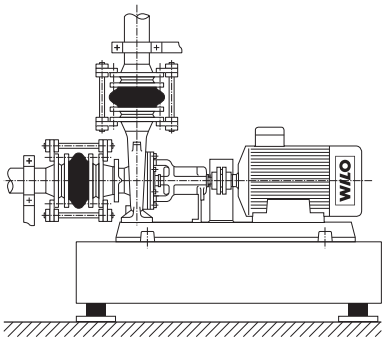

Fig. 10: Подключение насоса без создания напряжений
- **Трубопроводы не должны передавать усилия на насос. Непосредственно перед насосом должны быть предусмотрены опоры/подвески. Подключение трубопроводов не должно приводить к созданию напряжений (см. Fig. 10).**
- **Удлинение трубопроводов при поднятии температуры должно быть компенсировано соответствующими техническими средствами (см. Fig. 10). Не допускать появления воздушных карманов в трубопроводах.**